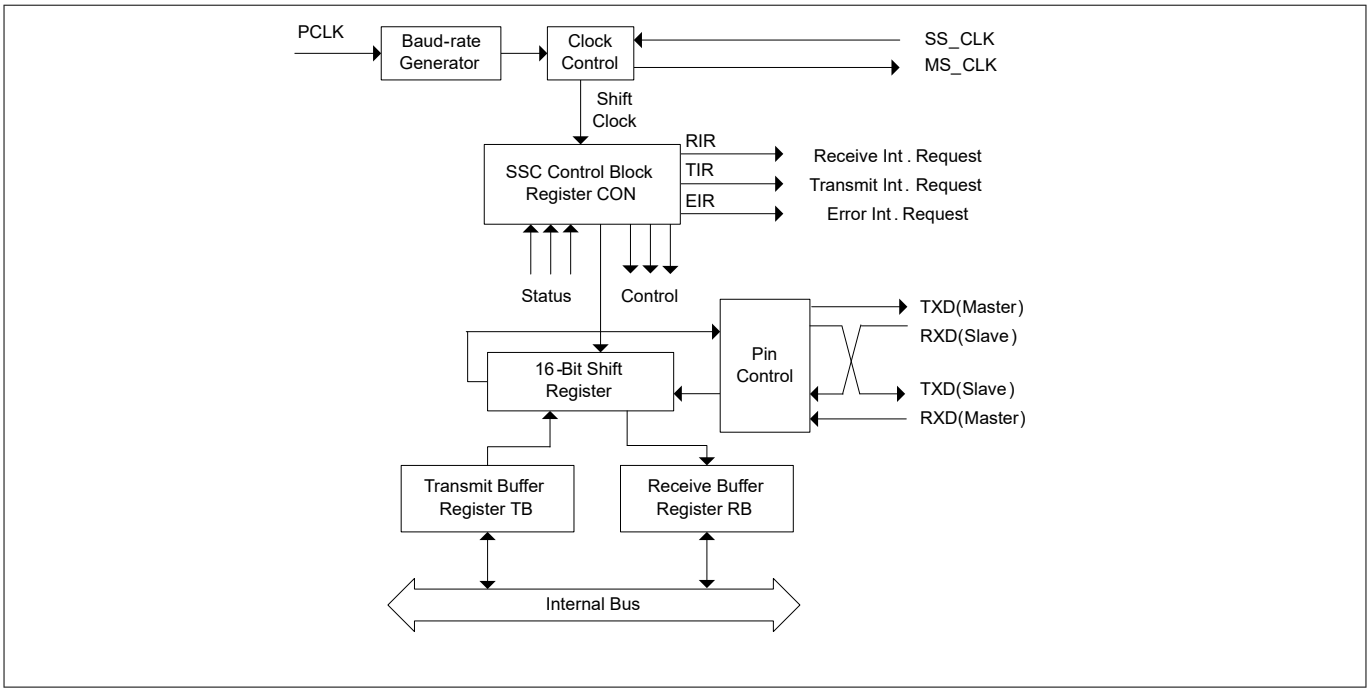

Figure 182 Synchronous serial channel SSC block diagram
The shift register of the SSC is connected to both the transmit lines and the receive lines through the pin control logic (see block diagram in Figure 182). Transmission and reception of serial data are synchronized and take place at the same time, that is the same number of transmitted bits is also received. Transmit data is written into the transmit buffer (TB) and is moved to the shift register as soon as this is empty. An SSC master (CON.MS = 1) immediately begins transmitting, while an SSC slave (CON.MS = 0) will wait for an active shift clock. When the transfer starts, the busy flag CON.BSY is set and the transmit interrupt request line TIR will be activated to indicate that register TB may be reloaded again. When the programmed number of bits (2 … 16) has been transferred, the contents of the shift register are moved to the receive buffer RB and the receive interrupt request line RIR will be activated. If no further transfer is to take place (TB is empty), CON.BSY will be cleared at the same time. Software should not modify CON.BSY, as this flag is hardware controlled.
The serial channel SSC has its own dedicated 16-bit baud-rate generator with 16-bit reload capability, allowing baud-rate generation independent of the timers. Figure 182 shows the baud-rate generator. The following figure shows the baud-rate generator of the SSC in more detail.